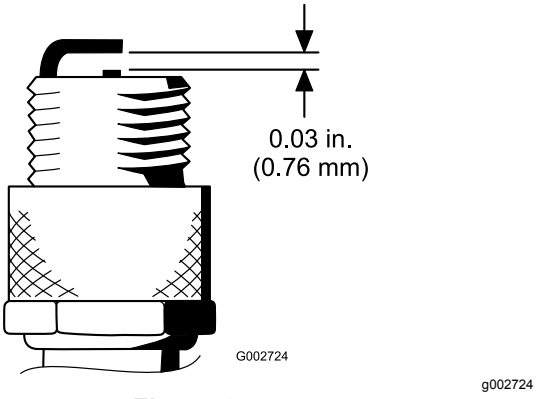

Figur 40
4. Kontrollera att luftgapet mellan mitt- och sidoelektroderna är 0,76 mm. Se (Figur 40).